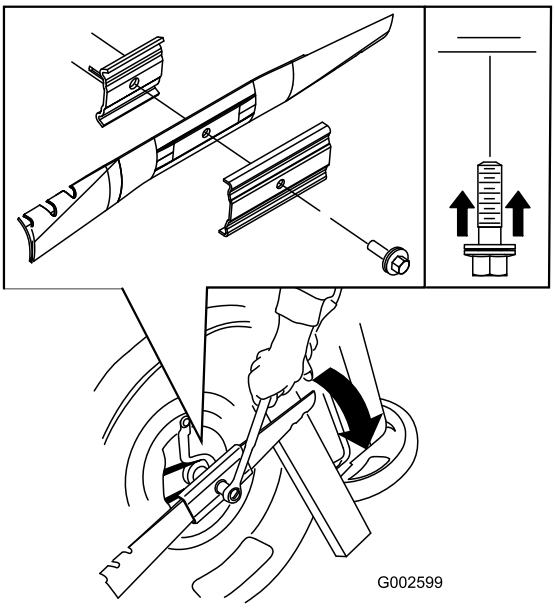

Figuur 40
5. Plaats het nieuwe mes (draai de mesbout rechtsom) en alle bevestigingsmaterialen (Figuur 40).